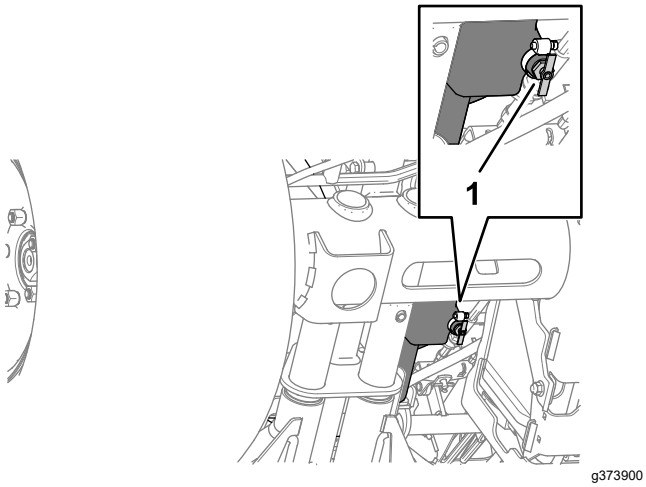

Figur 86
2. Placera ett kärl under bränsletankens tömningsventil (Figur 86).